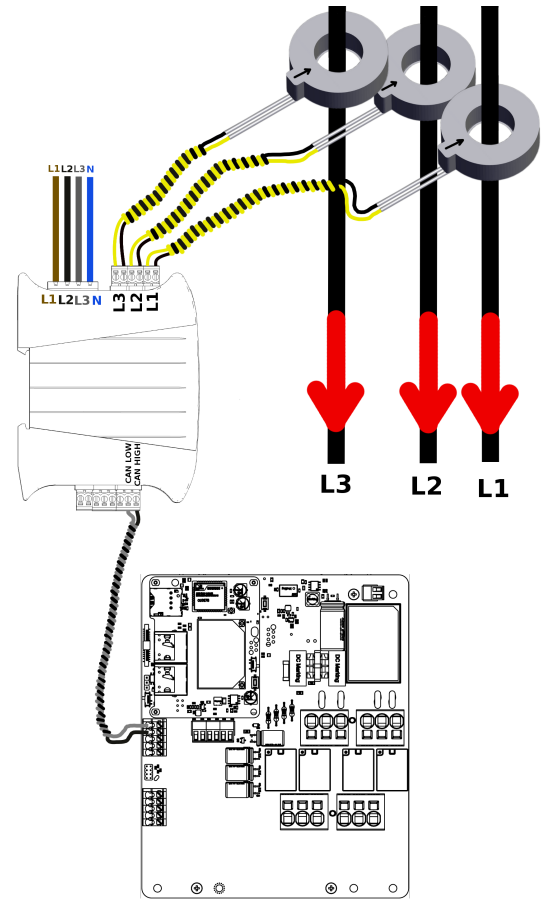

Rys. 6: Schemat podłączenia 3-fazowego wariantu Energy Guarda.
3. Tory napięciowe (zasilanie) EEG podłączamy zgodnie z kolejnością zaznaczoną na schemacie [Rys.6]. Urządzenie nie wymaga stosowania dodatkowego zabezpieczenia. Przewody po stronie rozdzielnicy należy podłączyć do zacisków aparatu, znajdującego się przed rozgałęzieniem obwodów w rozdzilenicy (np. licznik lub zabezpieczenie główne w postaci wyłącznika nadprądowego). Sugerujemy wykorzystanie przewodów typu linka, o przekroju żyły 0,5 mm^2.